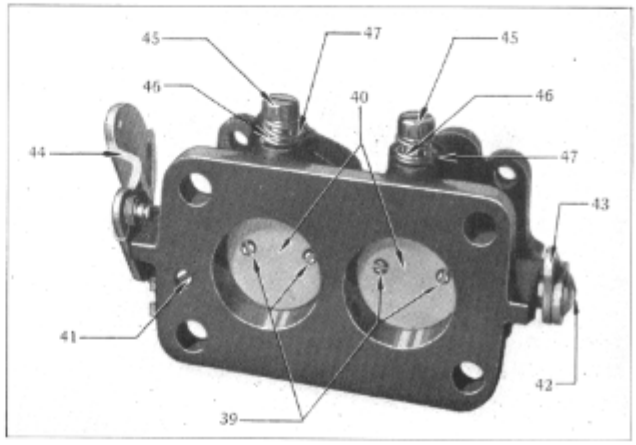
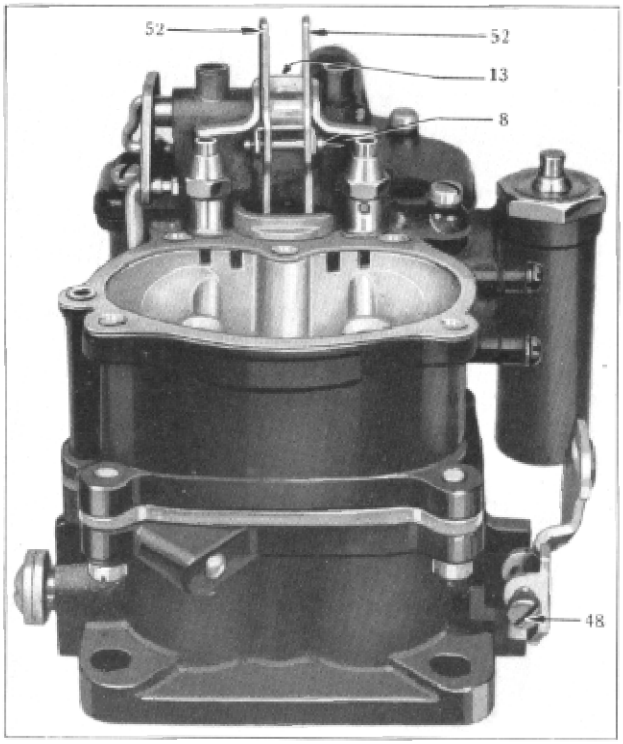

Figure 16
Figure 19
(24) Remove the four throttle valve attaching screws (39) and both throttle valves (40) (Figure 16).
(25) Remove throttle centering screw (41),
throttle shaft arm attaching screw (42), throttle shaft washer and throttle shaft arm (43) (Figure 16).
(26) Now remove throttle shaft and lever assembly (44) (Figure 16).
(27) Remove idle adjustment screws (45) and springs (46) (Figure 16).
(28) Remove both idle port plugs (47) (Figure 16).
(33) With carburetor body flange facing up, install throttle shaft and lever assembly (44) (Figure 16). Then back out throttle lever adjusting screw (48) (Figure 19). If throttle shaft is worn, damaged or lever is loose on shaft, replace it.
(34) Install throttle centering screw (41) (Figure 16). If it shows wear, replace.
(35) Install throttle valves (40) using new valve screws (39) (Figure 16). The trade mark "C" on the throttle valve should be facing up and to the idle port side. With the valve screws loose, tap throttle valves lightly to centralize them in the bore of carburetor. Hold valves in place with fingers, and securely tighten screws. Be sure throttle lever adjusting screw is backed off, so valves can seat. If valves are worn or damaged, replace.
(36) Install throttle shaft arm (43), throttle shaft washer and throttle shaft arm attaching screw (42) (Figure 16).
(38) Install idle passage plugs (47). Install idle adjusting screws (45) and springs (46) (Figure 16). If idle adjusting screws are burred, replace. Adjust idle screws ¼ to ¾ turns open from seat.
A. Remove air horn and climatic control assembly (Figure 19).
B. Back out throttle lever adjusting screw (48) so that throttle valves close tight, and loosen anti-percolator arm screw (13) (Figure 19).
rod jet. Put metering rod pin (8) in place in metering rod arm (Figure 19). Turn metering rod lever (14) on shaft until metering rod pin (8) rests at bottom of notches in metering rod gauges allowing for .005 inch variation on either gauge. Tighten anti-percolator arm screw (13) with metering rod arm in this position.
E. Remove gauges and replace metering rod discs, retainer (17) and screw. Install metering rods, spring and pin and connect metering rod spring. Graphite grease should be put in holes so that pump arm shaft operates freely.